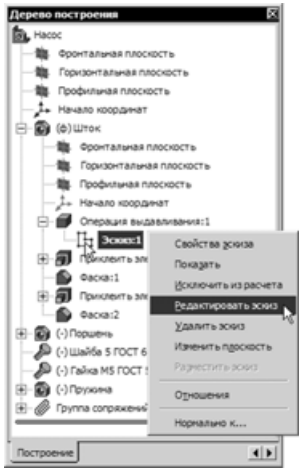

Рис. 8.44
- В дереве построения на ветви **Шток** войдите в режим редактирования эскиза **Эскиз:1** элемента **Операция выдавливания:1** (рис. 8.44) и измените диаметр окружности с 10 на 14.